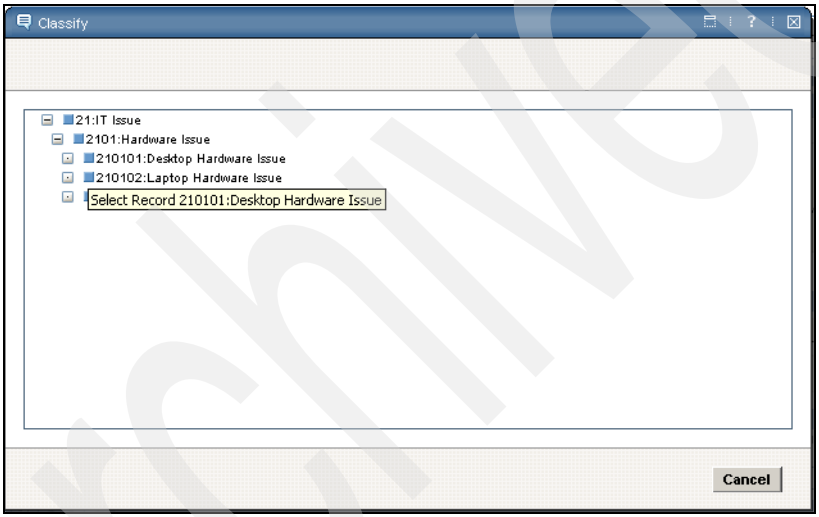

Figure 12-14 Classify
11. Select **IT Issue \ Hardware Issue \ Desktop Hardware Issue** from the classification tree, as shown in Figure 12-14.